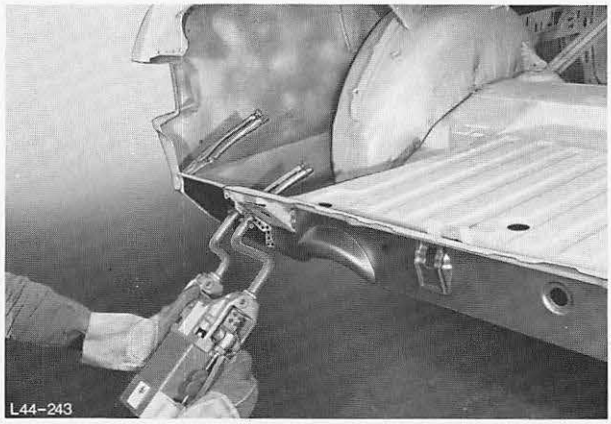

Abb. 258 Querträger einpunkten
8. Querträger einpunkten, Abb. 258.